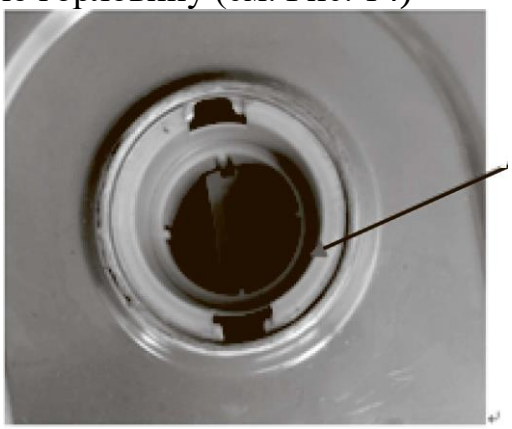

Рис. 14
- Открутите крышку топливного бака и извлеките топливный фильтр через заливную горловину (см. Рис. 14)